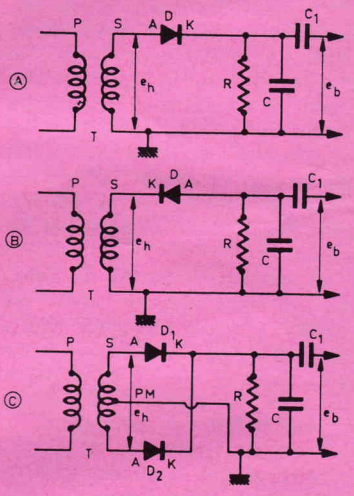
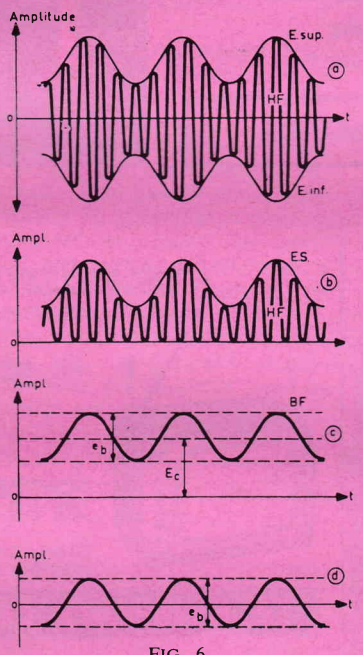

FIG. 5
FIG. 6
La diode fonctionne d'une manière très proche de celle d'une diode **redresseuse monolatérale** (ou monoalternance). Dans le cas du montage A (fig. 5) avec sortie sur la cathode K, la diode ne laisse passer que la partie positive du signal HF modulé, car c'est celle-ci qui rend l'anode positive par rapport à la cathode, donc rend la diode conductrice.
La figure 6 montre la forme des signaux qui se présentent dans un montage détecteur comme celui de la figure 5A.
Si seules les alternances supérieures du signal passent, cas du montage (A) fig. 5, on doit obtenir à la sortie de ce détecteur, aux bornes de la résistance R, la moitié supérieure du signal (a) ce qui donne le signal (b) figure 6 composé toujours d'un signal HF encadré par l'enveloppe supérieure.
Grâce à C le signal HF est dérivé vers la masse et il ne reste que le signal représenté en (C) figure 6 qui se compose de deux parties, une composante continue de tension E_c comme dans les montages redresseurs et une composante variable e_b qui n'est rien d'autre que le signal modulant.
Introduisons encore dans le montage détecteur un condensateur C_1 de valeur suffisante (entre 5.000 pF et 25 μ F selon les cas). Il laissera passer le signal variable E_a, c'est-à-dire le signal modulant, mais empêchera la composante continue E_c de passer. Aux bornes de la sortie du détecteur, on pourra donc recueillir le seul signal e_b qui est indiqué en (d) figure 6 au cas où il serait sinusoïdal.
Celui de la figure 5C est un détecteur bialternance. Comme les cathodes sont à la sortie, la forme des signaux est identique à ceux de la figure 6.